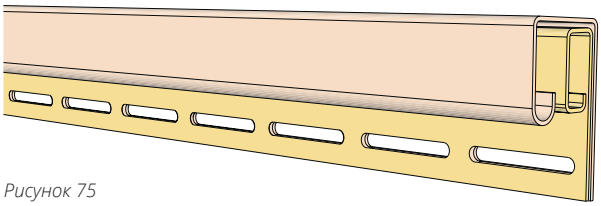

*Рисунок 75*
**17.2** Перфорационные отверстия двух доборных элементов должны совпадать (рис. 75).